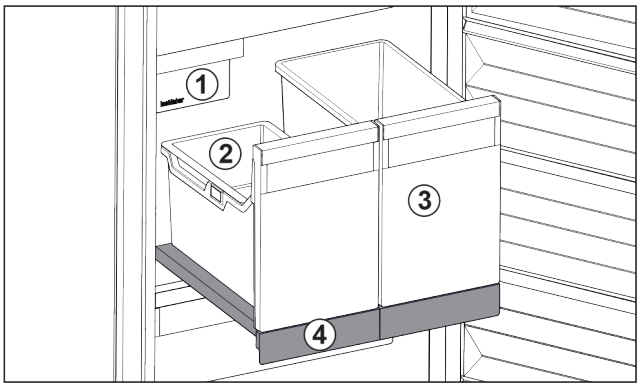

Fig. 27 Выдвижная панель с IceTower
(1) IceMaker
(2) Подвесной лоток для кубиков льда
(3) Контейнеры для пиццы, алкогольных напитков
(4) Выдвижная панель
На выдвижной панели находятся два высоких контейнера (IceTower). В контейнере *Fig. 27 (2)* собираются и хранятся кубики льда из IceMaker. Контейнер *Fig. 27 (3)* подходит для хранения высоких продуктов, таких, как пицца или алкогольные напитки.